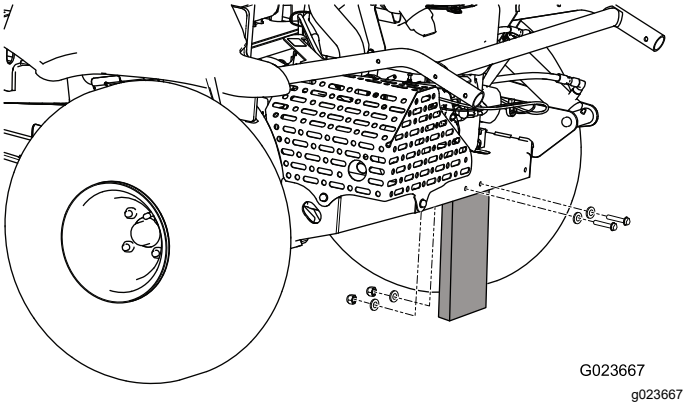

Rysunek 3
2. Odkręć nakrętki, śruby i podkładki mocujące płytę transportową z tyłu maszyny (Rysunek 3).